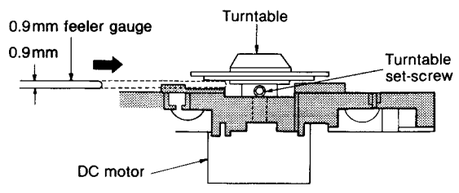

Fig. 2
2.Adjust the turntable height to 0.9mm with the feeler gauge as shown in Fig.2.